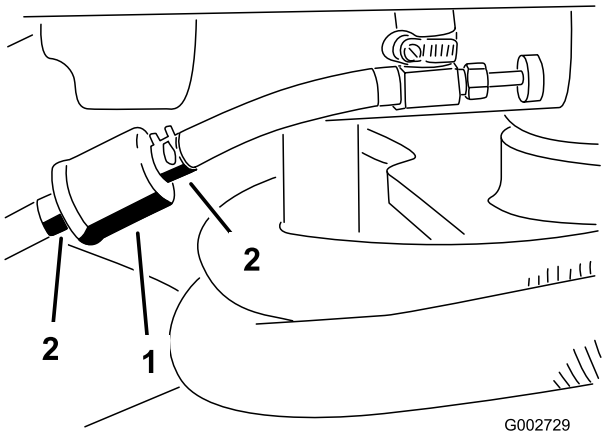

Figur 28
1. Luk brændstofafbryderventilen, løsn slangeklemmen på karburatorsiden af filteret, og fjern brændstofsledningen fra filteret (Figur 28).